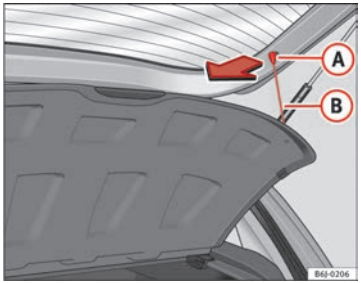

Fig. 95 Rear shelf
– Unhook the loops ⇒ fig. 95 (B) from housings (A)